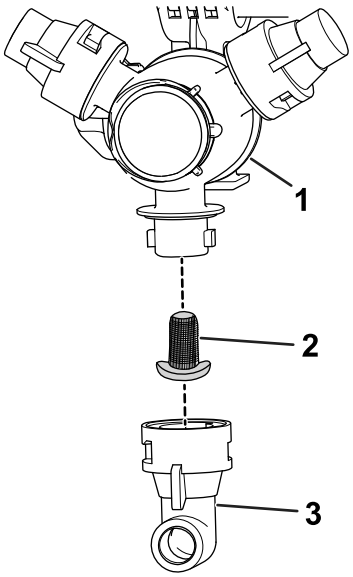

Figur 49
2. Ta bort munstycket från spruttornet (Figur 49).
3. Avlägsna munstycksfiltret (Figur 49).
5. Montera munstycksfiltret (Figur 49).
6. Montera munstycket på spruttornet (Figur 49).